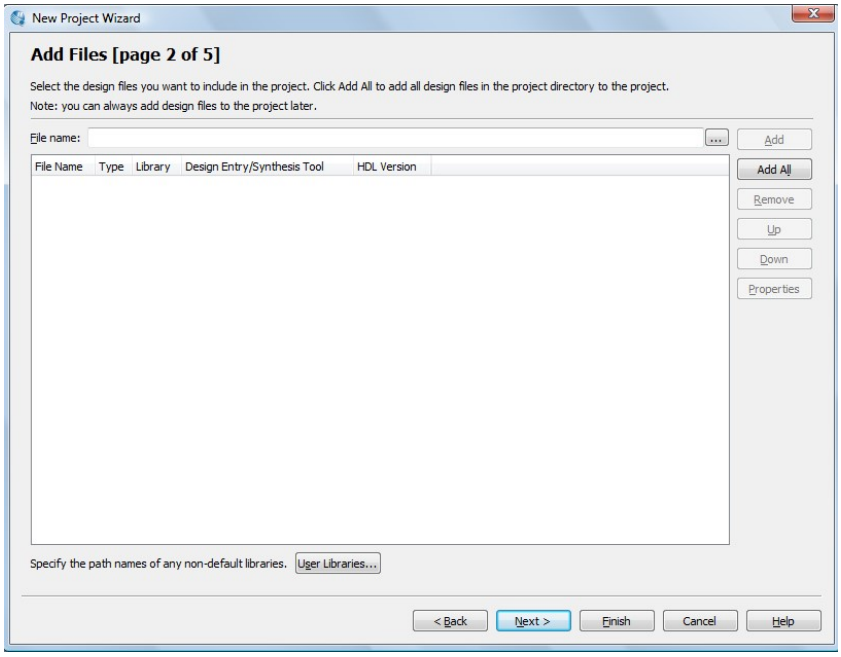

Figura 3: Selección de ficheros
4.- Haced click en “Next”. Obtendréis la figura 3: